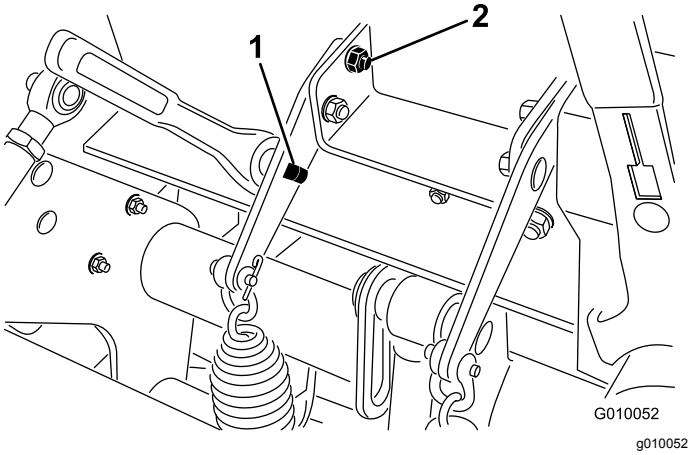

Figuur 30
3. Steek een dopsleutel van 13 mm of onderbrekerstang in de vierkante opening in de veerplaat (Figuur 30).